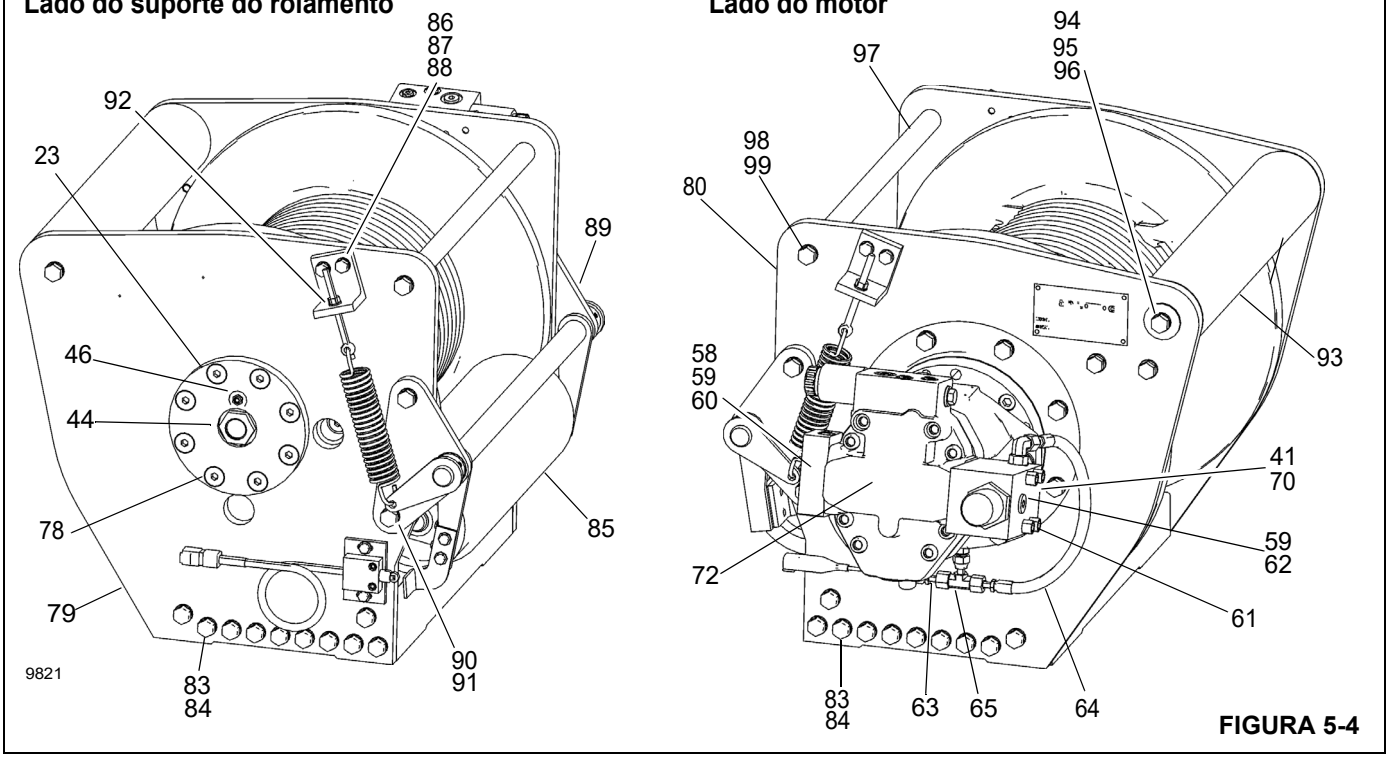
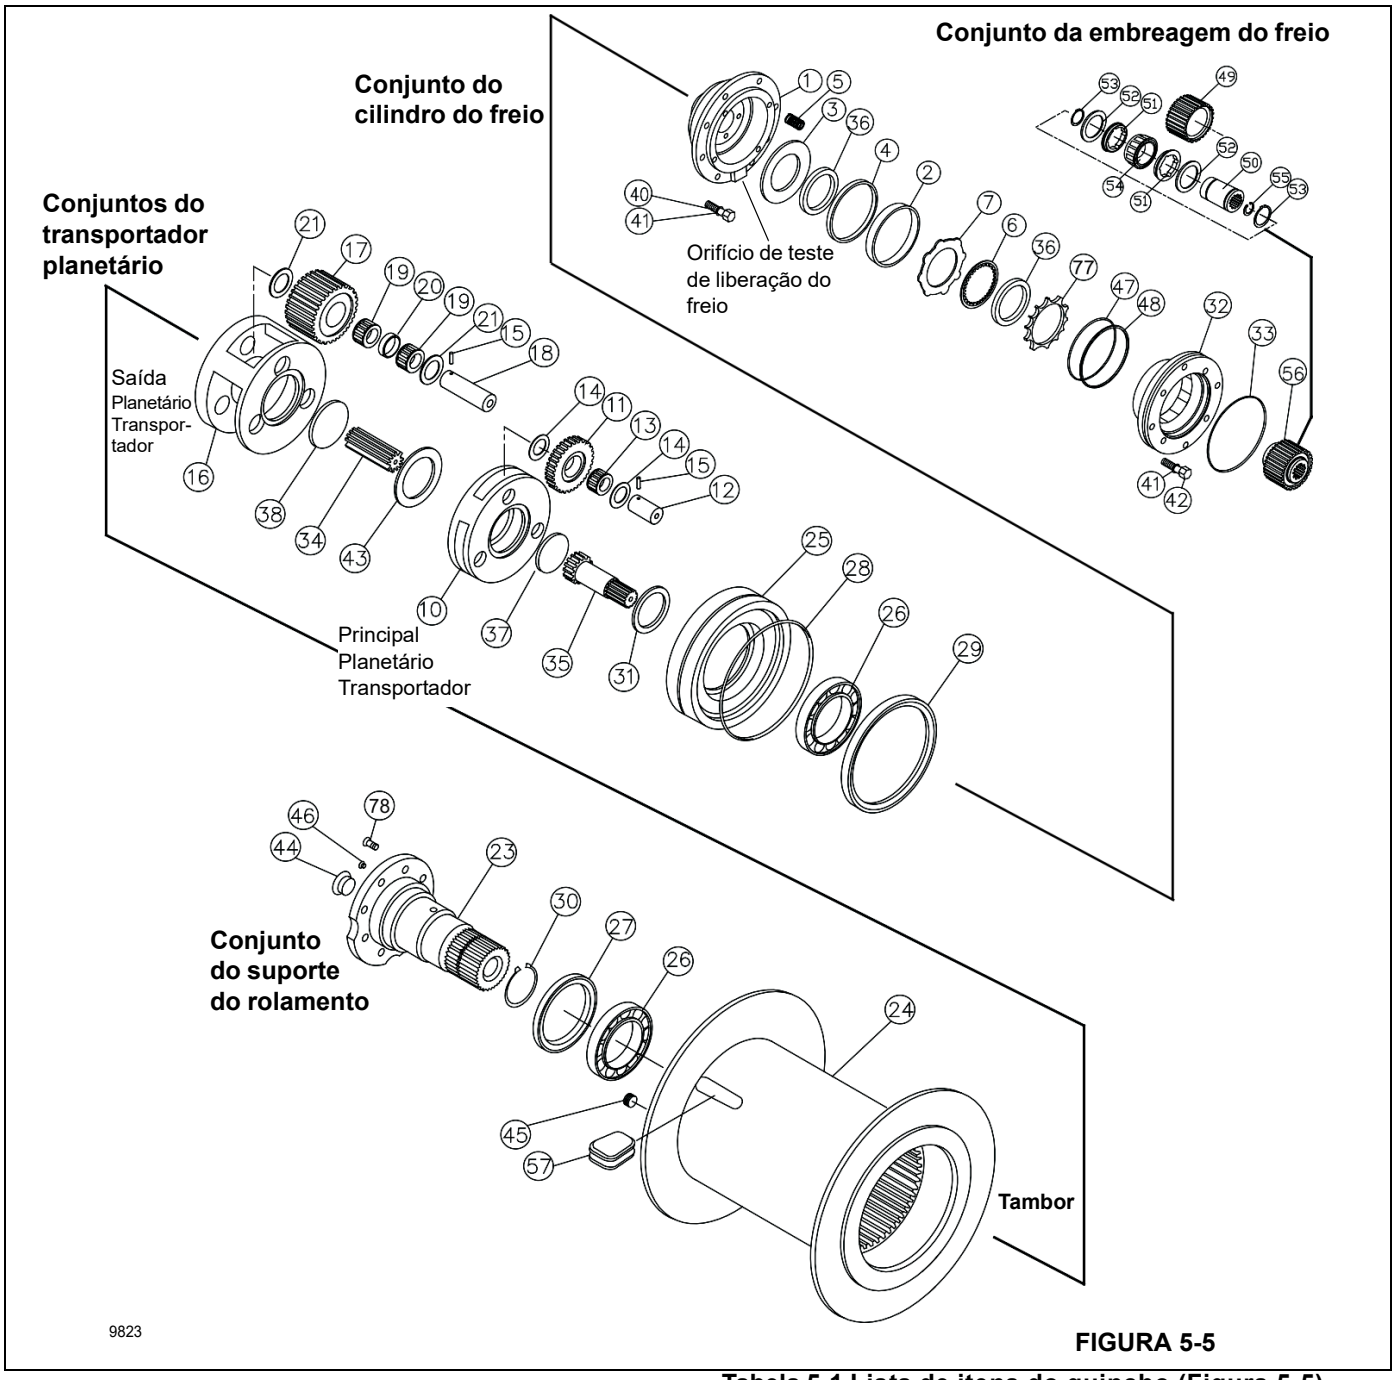

FIGURA 5-4
FIGURA 5-5
Consulte a Figura 5-4 e Figura 5-5 e a Lista de peças do guincho na página 5-8 para desmontar o guincho.
3. Remova o conjunto do rolo (85, Figura 5-4). Para obter mais informações, *Conjunto do rolete*, página 5-10.
5. Remova o indicador visual de nível do óleo (44).
6. Remova o bujão de respiro (46).
8. Etiquete e remova as mangueiras hidráulicas (63 e 64) que conectam a válvula do freio (62) e o coletor (60) ao cilindro do freio (1).
9. Remova os parafusos (70) e arruelas (41) que fixam o motor (72) e eleve o motor para fora do guincho. Remova e descarte o anel de vedação (33) instalado no piloto do motor.
10. Etiquete e remova as mangueiras (63 e 64) e as conexões (65) do orifício de liberação do cilindro do freio.
11. Remova o conjunto da embreagem do freio (56, Figura 5-5) do suporte do motor (32). Consulte *Embreagem do freio*, página 5-12 para obter informações adicionais.
12. Remova os parafusos do suporte do motor (42) e arruelas (41) e instale dois parafusos e um pedaço pequeno de corrente nos furos dos parafusos de montagem do motor. Usando a corrente como alça, eleve o suporte do motor para fora do cilindro do freio, tendo cuidado para evitar danos às superfícies de vedação. Remova e descarte o anel de vedação (47) e o anel de encosto (48) do suporte do motor (32). Consulte *Cilindro do freio*, página 5-10 para obter informações adicionais. Anote a localização do orifício de liberação do freio em relação ao guincho antes de remover o cilindro do freio.
13. Remova os parafusos do cilindro do freio (40) e arruelas de pressão (41) e instale dois parafusos e um pedaço pequeno de corrente nos furos dos parafusos de montagem do suporte do motor. Usando a corrente como alça, eleve o cilindro (1) do freio para fora do tambor e da
14. Remova a placa lateral da extremidade do motor (80).
15. Usando dois pés-de-cabra tipo esporão posicionados entre o transportador planetário primário e o fechamento do tambor, force para cima para remover o fechamento do tambor (25). Remova e descarte o anel de vedação (28) do lado externo do fechamento do tambor (25). Alguns fechamentos de tambor têm furos de olhal de elevação roscados 3/8–16 que podem ser utilizados em vez dos pés-de-cabra.
16. Remova a vedação (29) e o rolamento (26) de dentro do fechamento.
17. Remova a engrenagem solar primária (35) e a arruela de encosto (31) do transportador planetário primário (10).
18. Remova o transportador planetário primário (10) do tambor. Consulte *Conjunto do planetário*, página 5-11 para obter informações adicionais.
19. Remova a engrenagem solar de saída (34) e a arruela de encosto (43) do transportador planetário de saída (16).
20. Remova o transportador planetário de saída (16) do tambor. Consulte *Conjunto do planetário*, página 5-11 para obter informações adicionais.
21. Coloque o guincho sobre a extremidade do motor, com o suporte do rolamento voltado para cima. Remova os oito parafusos de suporte do rolamento (78, Figura 5-4) e o suporte do rolamento (23, Figura 5-4 e Figura 5-5), tendo cuidado para não danificar a vedação ou as superfícies do rolamento.
22. Deslize o tambor para fora da base sobre uma bancada de trabalho e remova a vedação (27) e o rolamento (26) da extremidade do suporte.
14. Instale as mangueiras (63, 64, Figura 5-4) e conexões (65) no orifício de liberação do cilindro do freio.
16. Engate o eixo do motor com a pista interna da embreagem do freio e abaixe o motor até sua posição. Aperte os parafusos (70) e as arruelas de pressão (41) com o torque recomendado.
17. Instale as mangueiras (63, 64, Figura 5-4) que conectam o coletor (60) e a válvula do freio (62) ao cilindro do freio (1).
18. Instale o conjunto do rolo (85). Para obter mais informações, *Conjunto do rolete*, página 5-10.
20. Instale o indicador visual de nível do óleo (44).
21. Instale o bujão de respiro (46).
Tabela 5-1 Lista de itens do guincho (Figura 5-5)